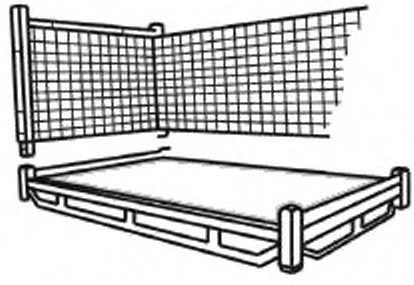

Рисунок 32 — Разборный сетчатый ящичный поддон
4.3.4 **разборный сетчатый ящичный поддон:** Сетчатый ящичный поддон со съемными стенками (см. рисунок 32).